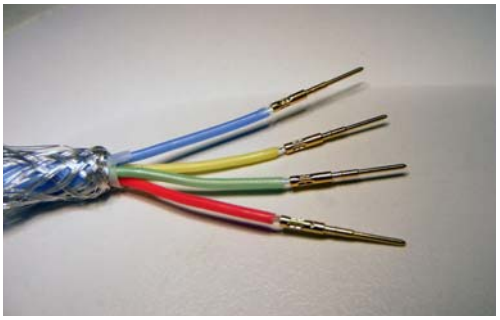

Figure 3
9. A data contact must be crimped onto each data wire, and a power contact must be crimped onto each remaining power wire. See Figure 3.
5. A data contact must be crimped onto each data wire. Refer to Figure 3.